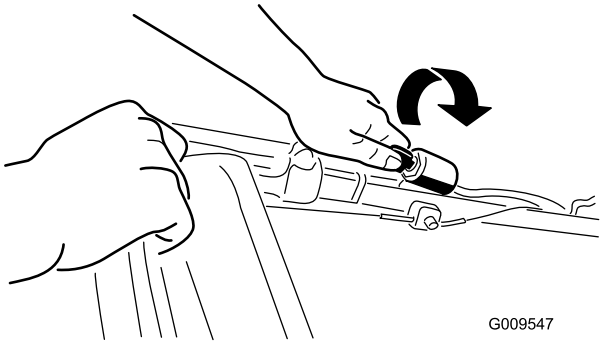
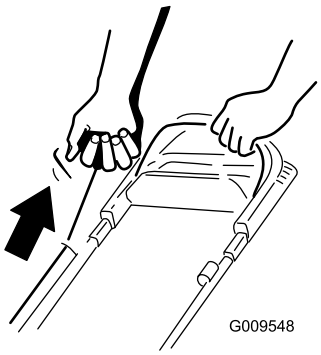

Figur 12
Figur 13
2. Drej tændingsnøglen (Figur 12) (kun modeller med elektrisk starter), eller træk i tilbageslagsstarthåndtaget (Figur 13).
Bemærk: Når du trækker i tilbageslagsstarthåndtaget, skal du trække let i det, indtil du mærker modstand, og derefter trække hårdt i det (Figur 13). Lad snoren vende langsomt tilbage til håndtaget.